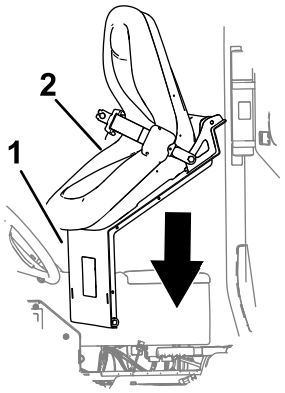

Figuur 220
1. Lijn de stoel en de stoelplaat uit met het chassis van de machine (Figuur 220).